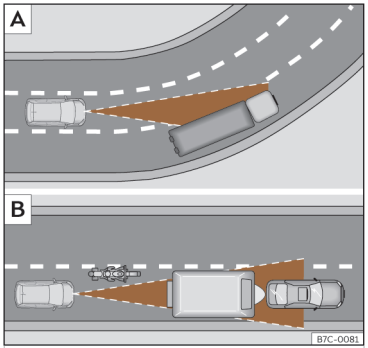

Abb. 132 A Fahrzeug in einer Kurve. B Vorausfahrender Motorradfahrer außerhalb des Erfassungsbereichs des Radarsensors.
Es ist möglich, dass die ACC das vorausfahrende Fahrzeug in der Kurve nicht erkennt oder die Entfernung zu Fahrzeugen einstellt, die sich auf anderen Fahrspuren befinden ››› **(Abb. 132)** A.
- Versetzt fahrende Fahrzeuge oder Fahrzeuge, die außerhalb des Erkennungsbereichs des Sensors fahren, z. B. Motorräder ››› **(Abb. 132)** B.